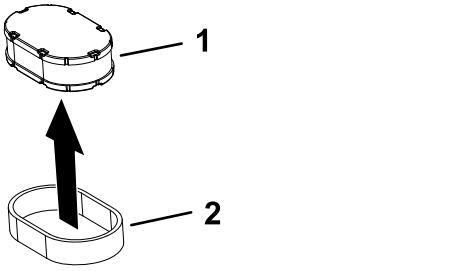

Figur 39
5. Separera skumplast- och pappersinsatserna (Figur 39).